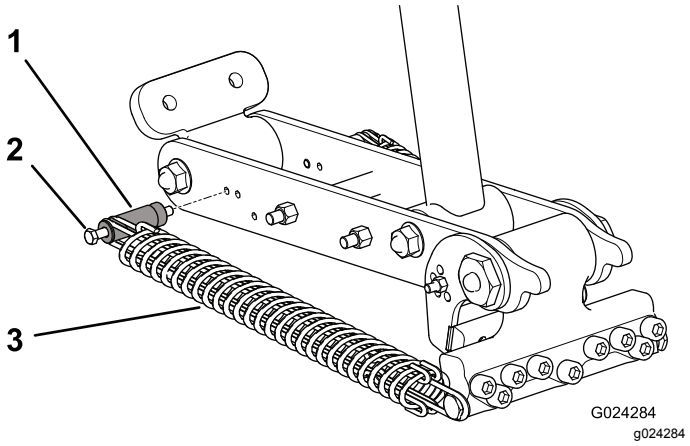
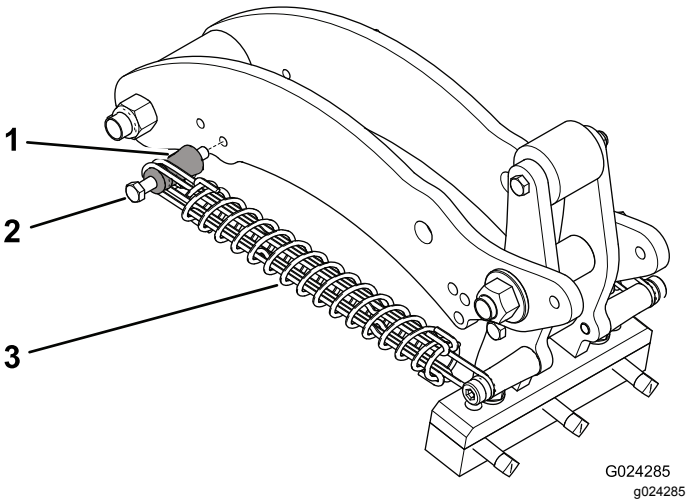

**Figur 42**
**Figur 43**
4. Ta bort muttern som låser fast skruven för fjäderns monteringshållare i länkarmen (Figur 42 eller Figur 43).
5. Ta bort bulten och monteringshållaren från länkarmen och sätt tillbaka dem i ett annat justeringshål (Figur 42 eller Figur 43).